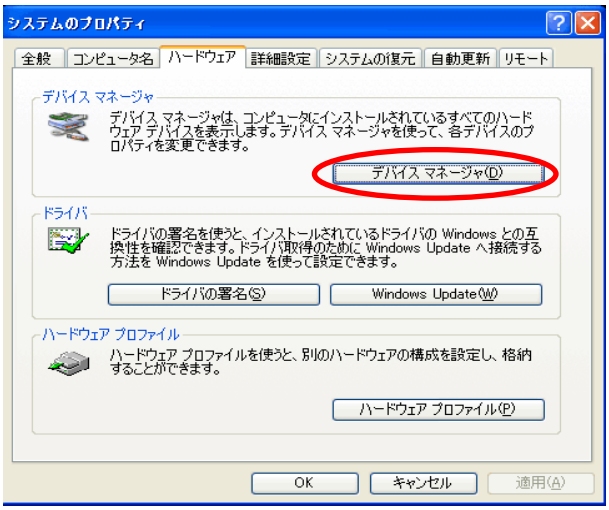

図 3.17 システムのプロパティ画面
(1) マイコンピュータのプロパティを表示します。(システムのプロパティ画面)
(2) システムのプロパティ画面から[ハードウェア]タブを開き、図 3.17のように[デバイスマネージャ]ボタンを押してください。